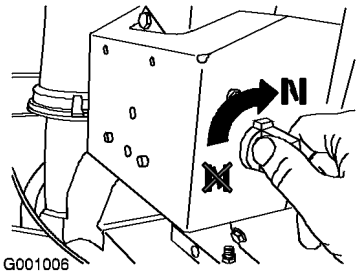

Figur 21
4. Flytta choken till läget På (Figur 21).